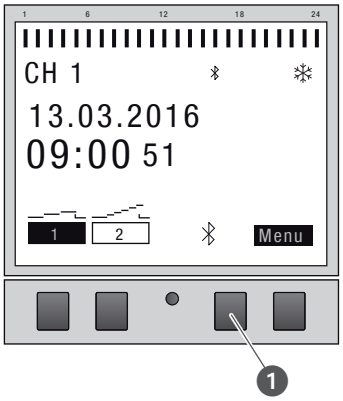

Fig. 27: Établissement de la connexion Bluetooth à l'horloge modulaire
1. Appuyez sur la touche Bluetooth (Fig. 27/❶) de l'horloge modulaire.